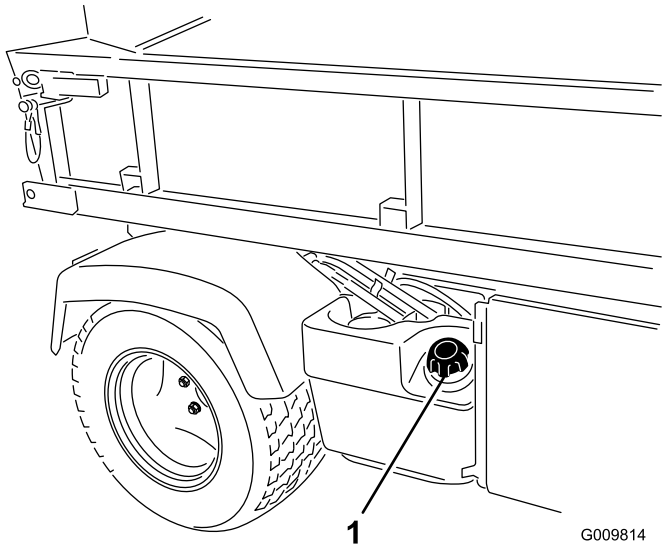

Figur 17
2. Fjern brændstofdækslet (Figur 17).